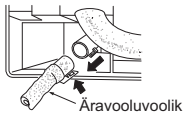

Fig. 2
3) Tõmmake äravooluvoolik siseseadme tagumisest vasakpoolsest osast välja. (Fig. 2)